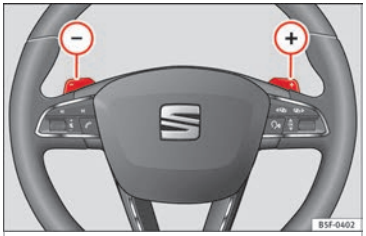

Afb. 204 Stuurwiel met twee hendels voor de Tiptronic.
- Bedien in de rijstand **D** of **S** de hendels van het stuurwiel ››› afb. 204.
- Trek de rechterhendel (+) ››› afb. 204 naar het stuurwiel om op te schakelen.
- Trek de linkerhendel (−) ››› afb. 204 naar het stuurwiel om terug te schakelen.
- **OF:** schakel terug met de hendels op het stuurwiel ››› afb. 204 ››› pag. 203.